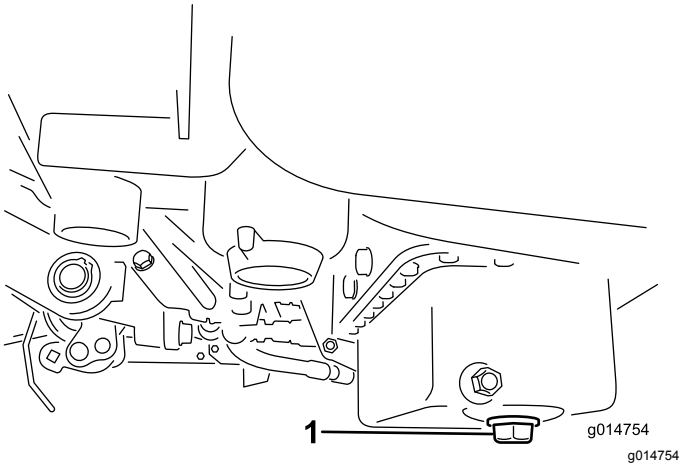

Figur 26
1. Fjern aftapningsproppen, og lad olien løbe ned i en bakke. Monter aftapningsproppen igen, når olien holder op med at løbe (Figur 26).